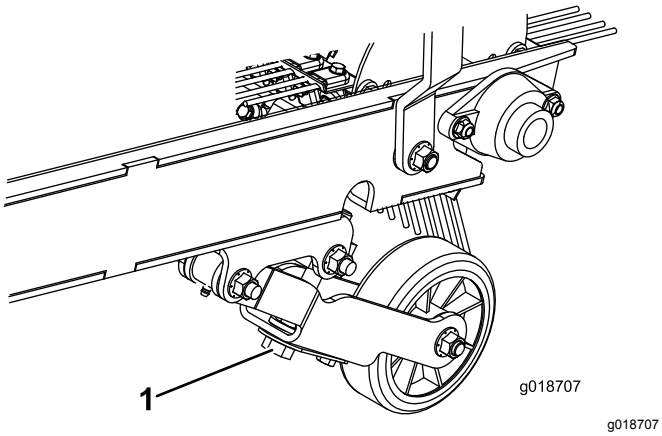

Figur 10
2. Vrid djupjusteringsskruven tills räfsan precis vidrör gräsmattans yta. Om en kvast har monterats ska den precis vidröra gräsmattans yta. När borsten används ska kontaktytans bredd vara cirka 25 mm längs hela borsten (Figur 10).